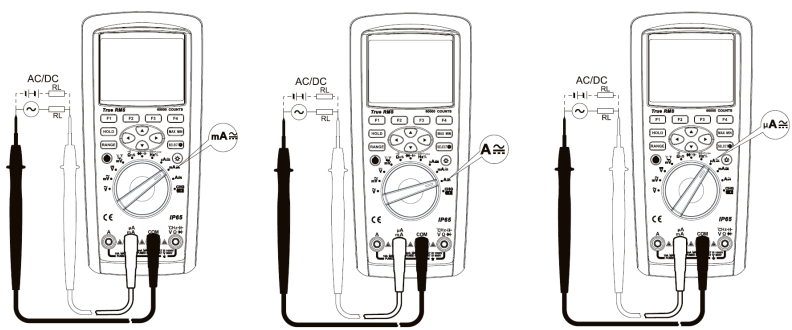

Figura 8
2. Posicione a chave rotativa para ***“*** **µA≂“**,**“** ***m*****A≂“** ou ***“*****A≂“** (de acordo com a intensidade da corrente a ser medida) respectiva ao terminal selecionado na etapa anterior, conforme ***Figura 8***.